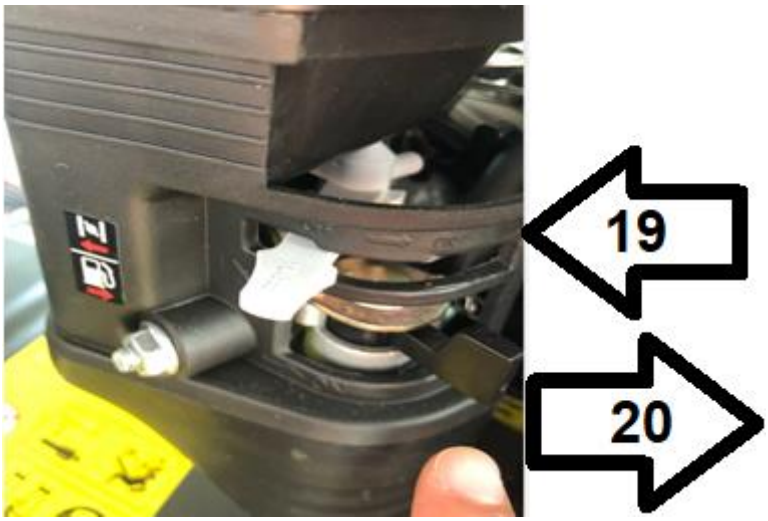

Rys. 9
3. Otwórz zawór przewodu paliwowego (Rys. 9, poz. 20) przesuwając go maksymalnie w prawo na pozycję ON/ WŁ.
4. Dźwignię ssania (Rys. 9, poz. 19) przesuń maksymalnie w lewo jak pokazuje strzałka na Rys. 9 na pozycję „SSANIE”